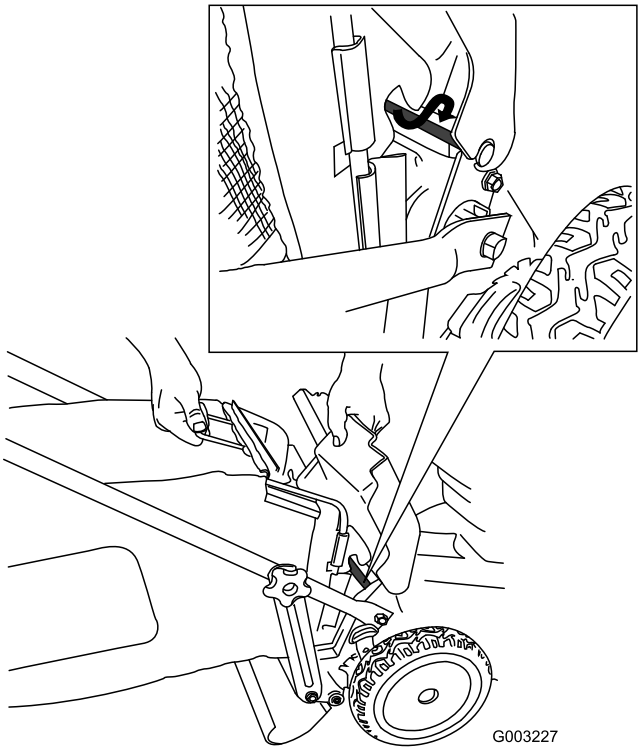

Figure 31
3. Install the bag onto the door rod (Figure 31).